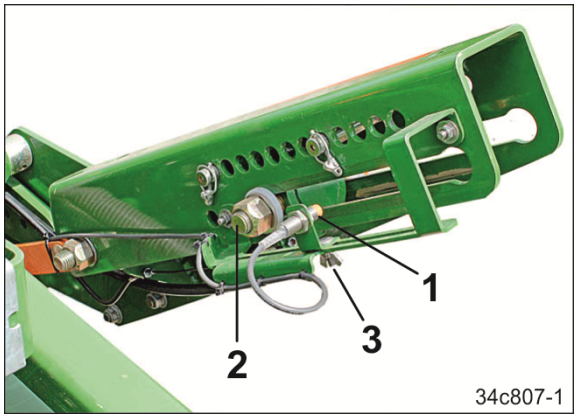

Fig. 117
4. Den einstellbaren Sensor (Fig. 117/1) fluchtend mit der Schraube (Fig. 117/2) der ausgefahrenen Kolbenstange einstellen.
5. Die Flügelmutter (Fig. 117/3) festziehen.